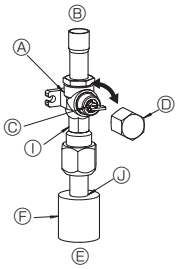
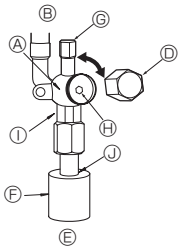

**Fig. 4-6**
**Fig. 4-7**
(1) Gasseite von RP100-250 (Fig. 4-6)
① Entfernen Sie die Kappe, ziehen Sie den Griff zu sich und drehen ihn zum Öffnen 1/4 Drehung nach links.
② Prüfen Sie, ob das Absperrventil vollständig geöffnet ist, drücken Sie den Griff zurück und setzen Sie dann die Kappe wieder auf und schrauben sie fest.
(2) Flüssigkeitsseite von RP100-250 und Gas-/Flüssigkeitsseite von RP35-71 (Fig. 4-7)
① Entfernen Sie die Kappe und drehen Sie die Ventilstange mit einem 4 mm-Sechskantschlüssel bis zum Anschlag gegen den Uhrzeigersinn. Hören Sie auf zu drehen, wenn der Anschlag erreicht ist.